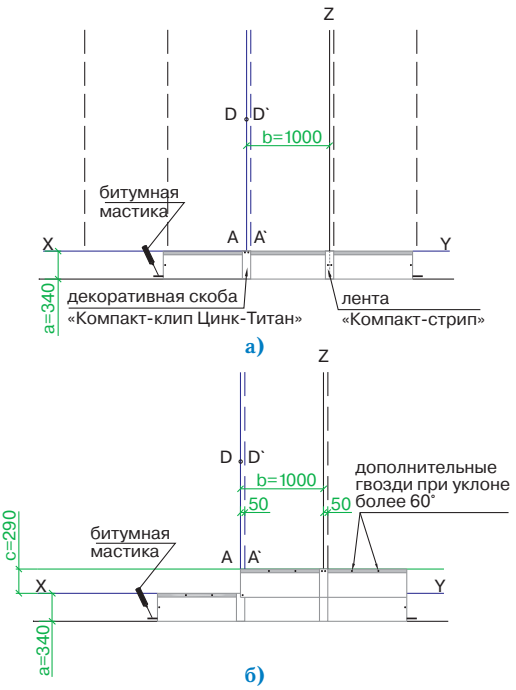

Рис. 2
Укладка материала *(рис. 2)*
- укладка черепицы начинается от линии AD, при этом ее верхний край выравнивается по линии XY (рис. 2а);
- листы первого ряда укладываются встык и фиксируются двумя гвоздями по центру коротких сторон на расстоянии 2 см от края (рис. 2а);
- правая сторона скобы «Компакт-клип Цинк-Титан» выравнивается по линии A'D' и фиксируется двумя гвоздями через специальные отверстия (рис. 2а);
- листы второго ряда черепицы укладываются от линии AD, их нижний край выравнивается по линии, параллельной XY; каждый лист фиксируется двумя гвоздями в 2,5 см от нижней стороны; стыки закрываются декоративными скобами «Компакт-клип Цинк-Титан», которые также фиксируются двумя гвоздями (рис. 2б);
Каждый лист ПРЕСТИЖ НОВЫЙ РИМ ЦИНК-ТИТАН закрепляется четырьмя гвоздями, в соответствии с рекомендациями, приведенными выше (рис. 2б).
При укладке материала на скатах с уклоном более 60° каждый лист дополнительно фиксируется двумя гвоздями в верхней части (рис. 2б).